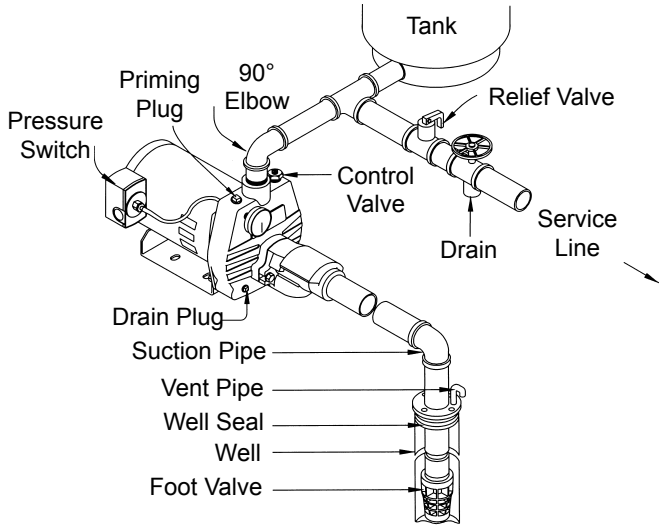

Fig. 3a SHALLOW WELL (WITH FOOT VALVE)
d) **Service Line:** The service line should be connected as shown in Fig. 3a, b, c, or d. The size of the service line required is governed entirely by the amount of water needed and the length of the pipe. The pipe selected should be large enough so that the friction loss (determined from Table 3, Friction Loss Chart) will never exceed 20 ft. (6m) head.